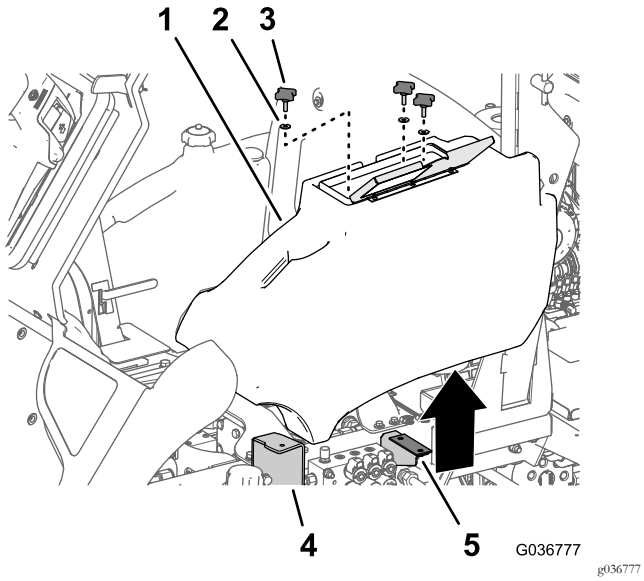

Figura 7
1. Aprite il coperchio del vano portaoggetti (Figura 7).
2. Allentate e rimuovete le 3 manopole e le 3 rondelle che fissano il vano alla flangia del gradino e alla staffa del vano portaoggetti (Figura 7).